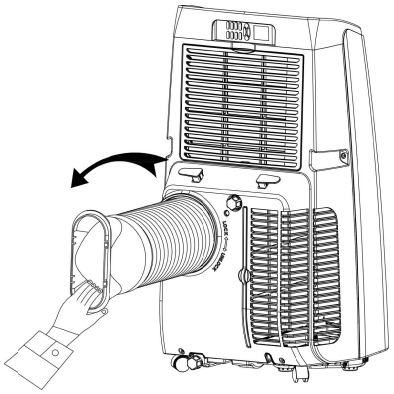

Figure 1
1. Connectez l'évacuation d'air chaud (Figure 1): vissez le tuyau dans la bouche d'évacuation à l'arrière de l'appareil (dans le sens inverse des aiguilles d'une montre).